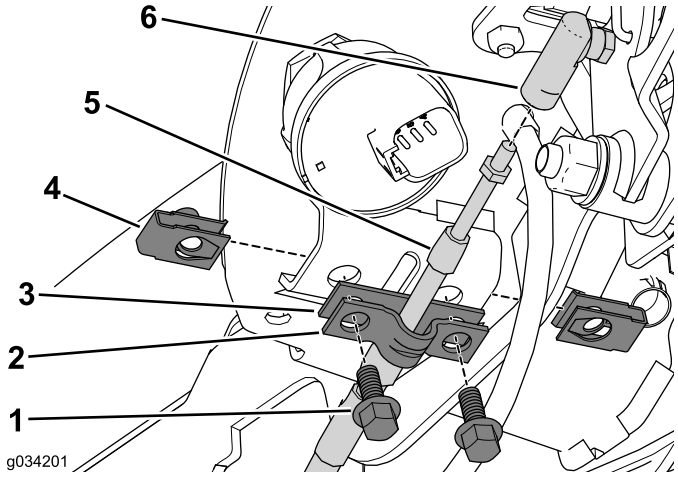

图5
1. 卸下将电缆夹和薄垫片固定至控制台总成的 2 个螺栓和夹紧螺母（图5）。
2. 保留电缆夹，但丢弃薄垫片（图5）。
3. 从电缆接头断开空档锁电缆（图5）。